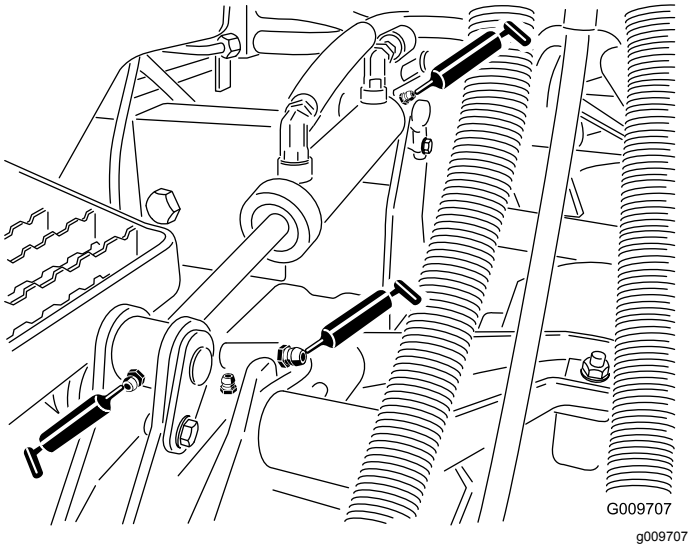

Figura 51
- Casquillos de los brazos de elevación (1 por carcasa) (Figura 51)
- Casquillos de los cilindros de elevación (2 por carcasa) (Figura 51).